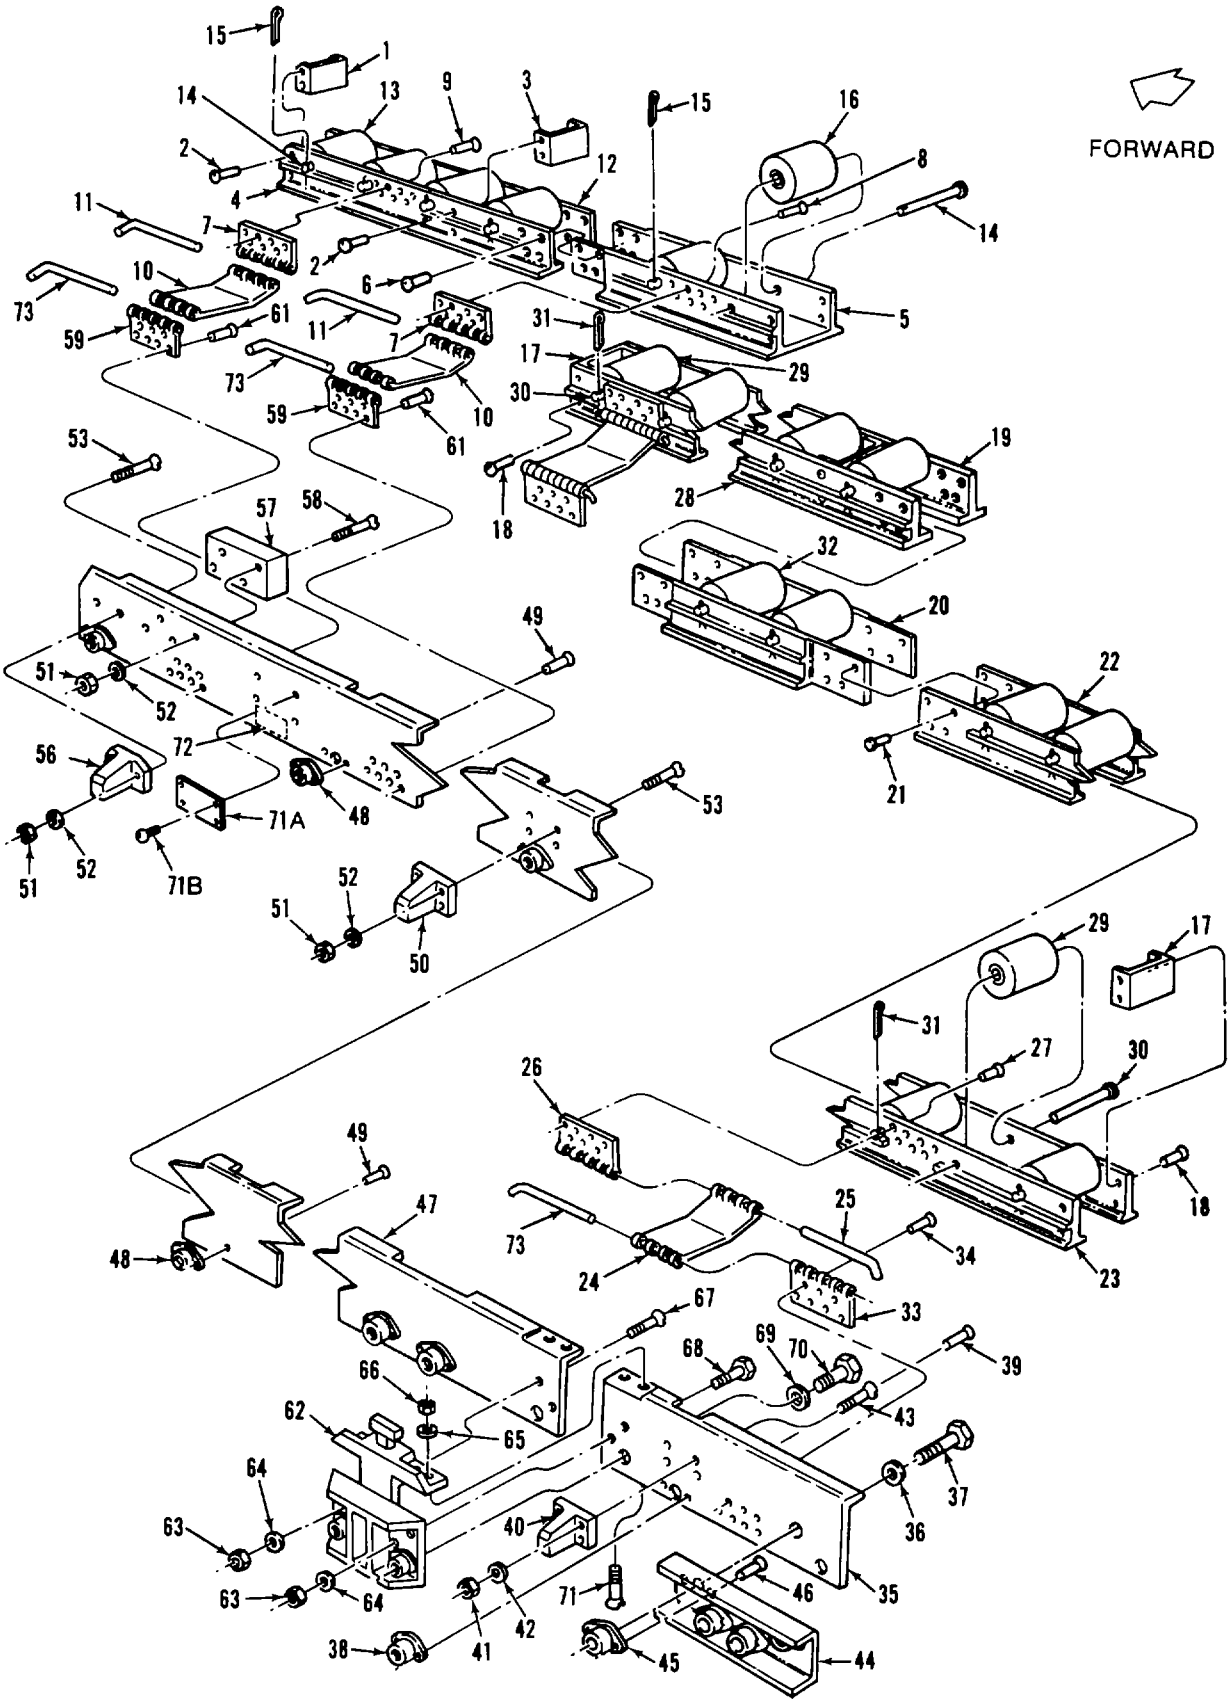

**Figure 3-3. Outboard Rail/Roller Assembly, Stations 158.500 to 274.000**
| -1 | 18049 J 101 | 81868. | OUTBOARD RAIL/ROLLER ASSEMBLY..... (LH), Stations 158.500 to 274.000 (See figure 3-3 for breakdown.) | 1 | |
| -2 | 18049 J 102 | 81868. | OUTBOARD RAIL/ROLLER ASSEMBLY..... (RH), Stations 158.500 to 274.000 (See figure 3-3 for breakdown.) | 1 | |